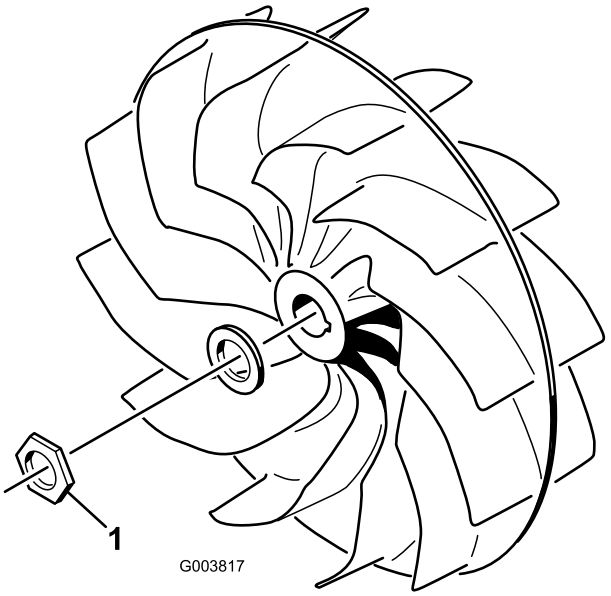

Figura 16
- La tuerca de montaje del ventilador (Figura 16) debe apretarse a 500 pies-libra